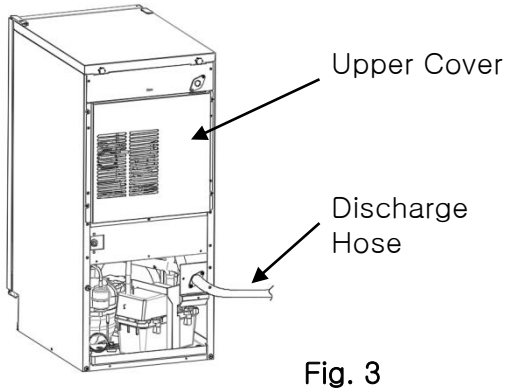

Fig. 3
7) Pour another 24 to 30 oz. (710 to 890 ml) of water into the appliance's storage bin, then completely restrict the discharge hose while DP is operating. See Fig. 3. Pour more water into the appliance's storage bin until the appliance turns off. DP will continue to operate. Check for leaks.